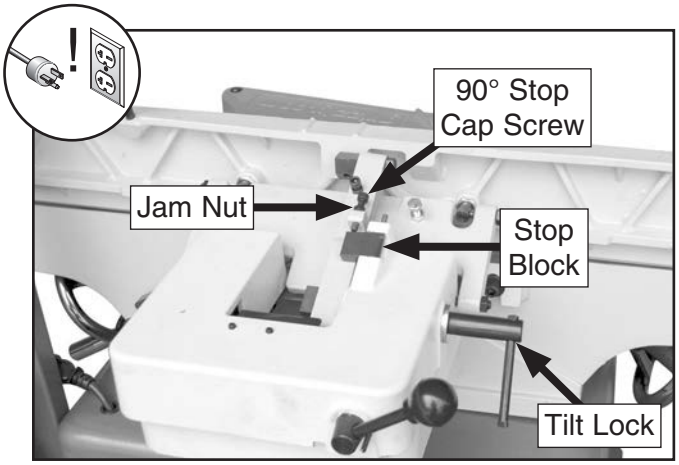

Figure 68. Fence set to 90°.
2. Loosen fence tilt lock, rotate stop block down, and position fence approximately 90° onto stop cap screw (see **Figure 68**).
4. Loosen jam nut on 90° stop cap screw and adjust cap screw until fence is exactly 90° while cap screw is resting on stop block (see **Figure 68**). Verify angle, then retighten jam nut.